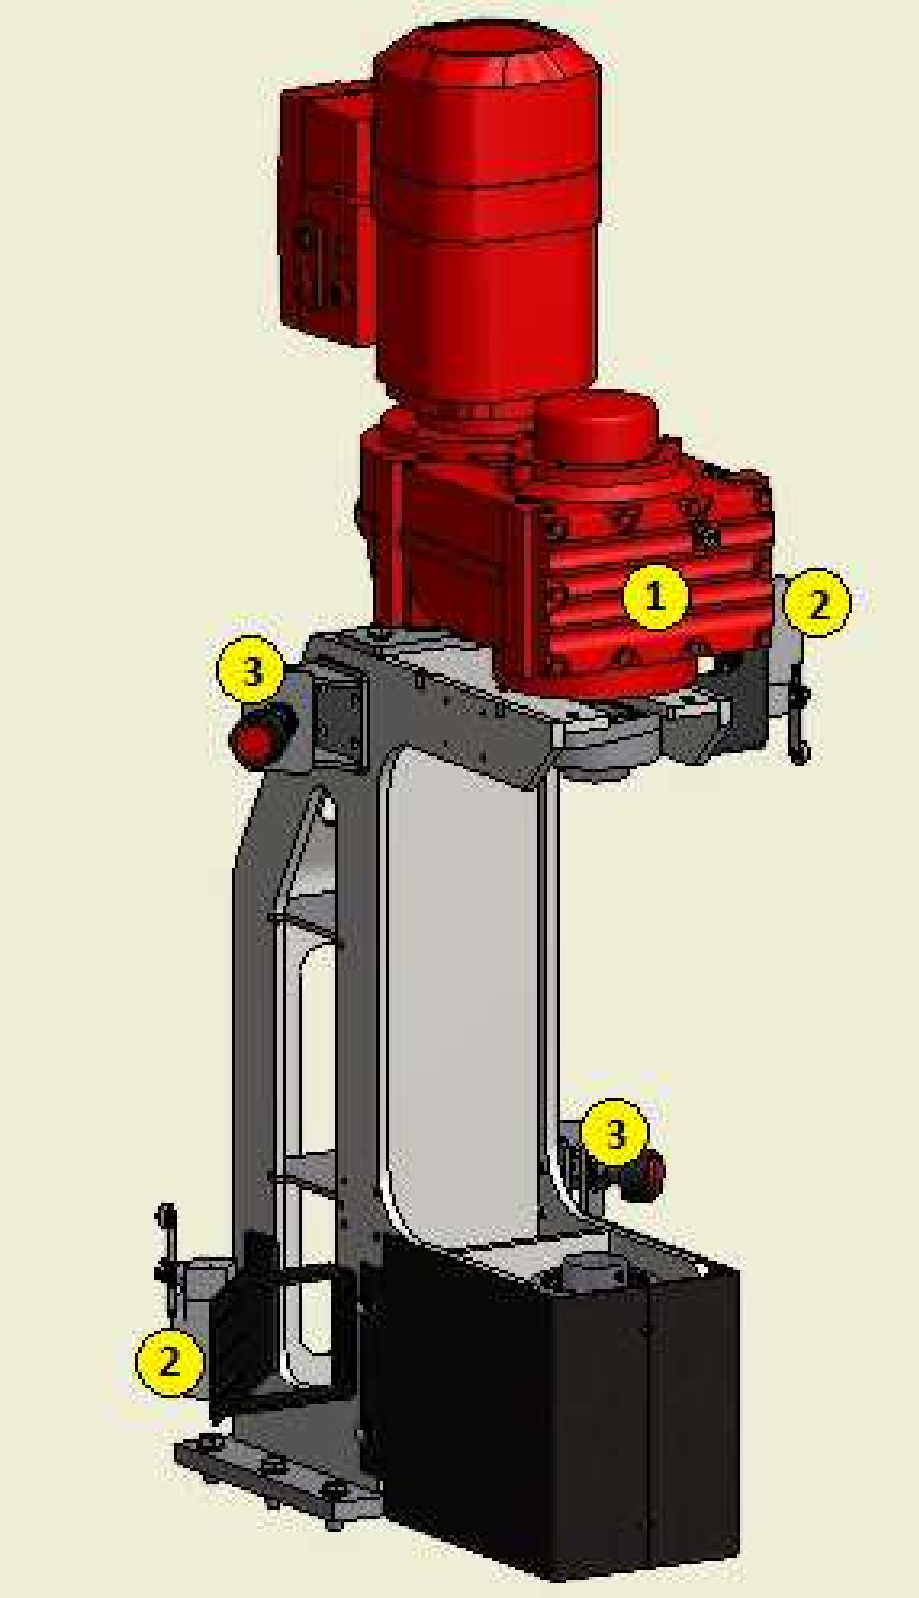

Figura 65: Unità supporto.
- Unità supporto (v. Figura 65),
Riferendosi alla Figura 65, gli elementi componenti l'unita Supporto sono: